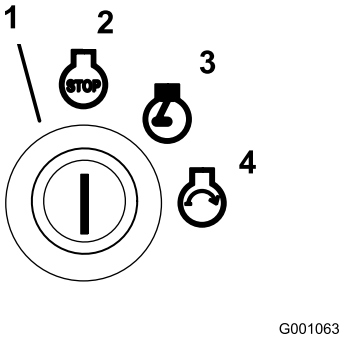

**Figur 14**
6. Vrid tändningsnyckeln medsols till körläget (Figur 14).
9. Vrid nyckeln till startläget så tänds glödstiftslampan på nytt. Släpp nyckeln när motorn startar (Figur 14).
2. Vrid tändningsnyckeln medsols till körläget (Figur 14).
4. Vrid tändningsnyckeln till det avslagna läget (Figur 14). Vänta tills alla rörliga delar har stannat innan du lämnar förarplatsen.